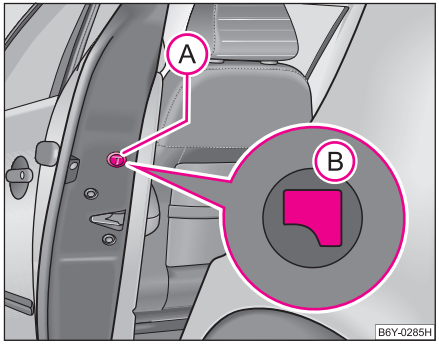

Fig. 24 Uşa din spate: Încuierea de urgență a uşii
– Îndepărtați capacul (A) ⇒ fig. 24.
– Introduceți cheia în orificiul de sub capac şi apăsați maneta (B) în interior până la limită.